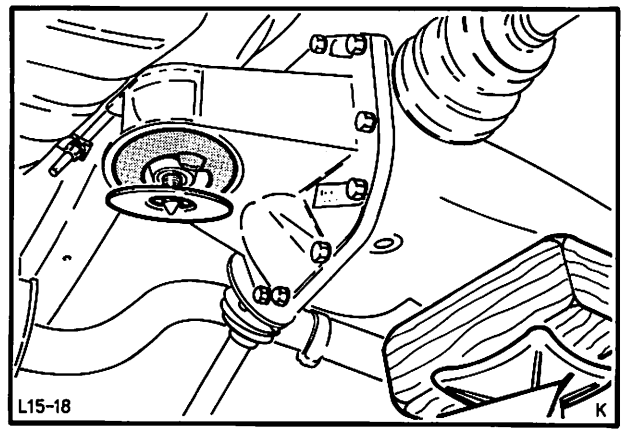

Abb. 118 Splintbolzen – Achsaufhängung hinten ausbauen
1. Hinterachsgehäuse abstützen und Bolzen – Achsaufhängung hinten ausbauen (versplintete Kronenmutter), Abb. 118.